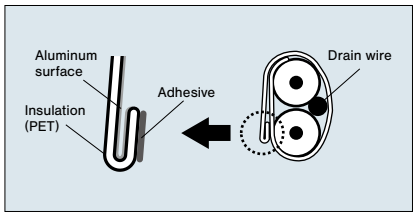

Fig. 1 Aluminum Foil Shield
- Each channel is individually isolated using insulated (PET) aluminum foil shield. <Fig. 1>